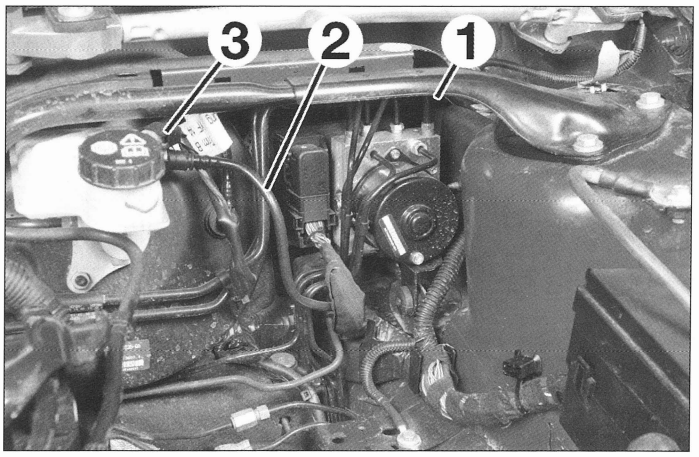

FIG. 20
- el refuerzo de fijación superior (1) del brazo de suspensión del salpicadero (fig. 20).
- la tubería del cilindro principal de embrague (2).